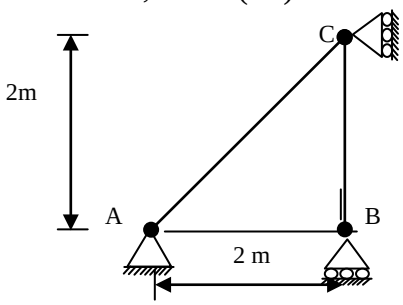

Fig 5
Q.5 **(a)** Analyse plane truss as shown in fig.5 using member stiffness approach. Member BC is subjected to a temperature change of 50°C.Member AC is 3 mm too long before erection. The coefficient of thermal expansion (α) is 0.000012 /°C. Young's Modulus E= 200 Kn/mm^2 , Area (c/s) =1000 mm^2 **14**